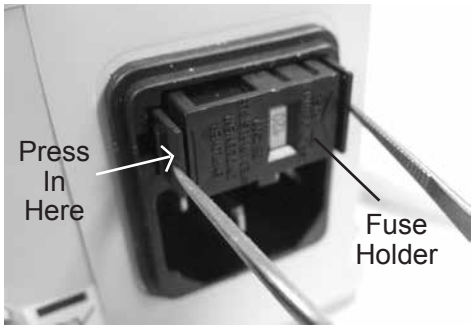

Figure MM-10 Remove Holder
1. Remove the Fuse Holder by pressing in on the left tab to release the Fuse Holder from the Power Cord Holder. Refer to Figures MM-10 and MM-11.